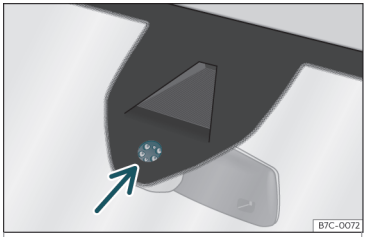

Fig. 93 Superficie sensible del sensor de lluvia.
Las posibles causas de anomalías e interpretaciones erróneas *en la zona de la superficie sensible* ››› **fig. 93** del sensor de lluvia son, entre otras:
- **Limpie regularmente la superficie sensible del sensor de lluvia y compruebe posibles daños en las escobillas ››› fig. 93 (flecha).**